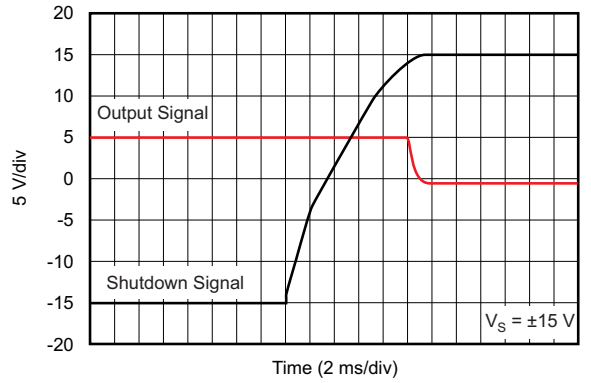
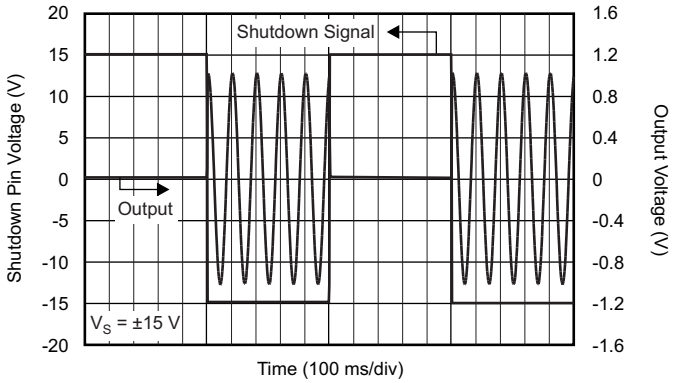

图 39. 关闭瞬态
图 41. 导通和关闭瞬态
(1) 禁用时，输出呈现高阻抗状态。
(2) 请参阅*典型特性* 曲线（图 39 至图 41）。
OPA211 的关断（使能）功能以运算放大器的正电源电压为基准。有效高电平会禁用运算放大器。有效高电平是指施加到关断引脚的正电源电压 (V+) – 0.35V。有效低电平是指正电源引脚下方 (V+) – 3V。例如，V_{CC} 为 ±15V 时，该器件在 12V 或低于 12V 时启用，而在 14.65V 或以上时禁用。如果使用双电源或分离式电源，应注意确保有效高电平或有效低电平输入信号以正电源电压为适当基准。该引脚必须连接到有效的高电压或低电压或者被驱动，而不是保留开路。*典型特性* 部分提供了启用和禁用时间（请参阅图 39 至图 41）。禁用时，输出呈现高阻抗状态。